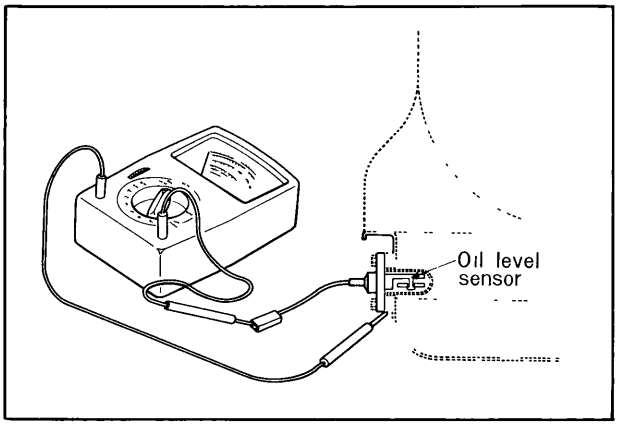

Fig. 2–21 Checking oil level sensor
1. Connect the circuit tester to the level sensor as shown in Fig. 2–21, and check the continuity by moving the float up and down.
b. Connect the circuit tester to the level sensor as shown in Fig. 2–21.